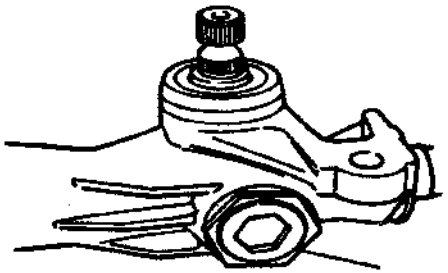

Fig.3.6-5
10) Screw the locking nut to the specified torque after adjustment. Please refer to Fig.3.6-5.